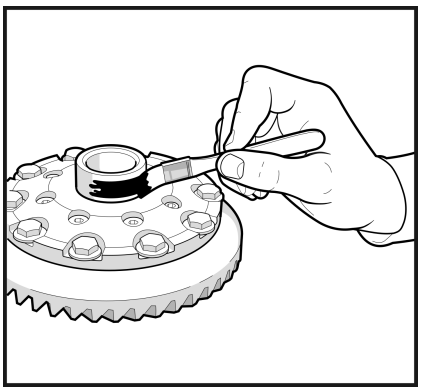

Рис. 21
2.11 Нанесите консистентную смазку на поверхность шейки под подшипники. (**Рис. 21**)